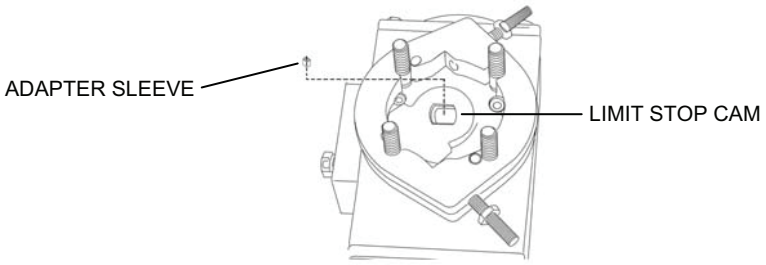

Figure 11. Limit Stop Cam Installation.
f. Place the limit stop cam inside the limit stop body with the center hole aligned with the valve shaft adapter. Orient the cam as shown in Figure 11. and then slide the adapter through the limit stop cam and into the valve shaft adapter.